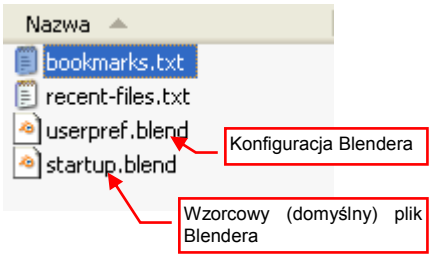

Rysunek 4.5.2 Zawartość subfolderu *config*
- *config*: zawiera dwa ważne pliki (Rysunek 4.5.2) Pierwszy z nich nazywa się *userpref.blend*. Są w nim przechowywane wszelkie ustawienia z okna *User Preferences*, zapisane przyciskiem *Save User Settings*. Drugim plikiem jest *startup.blend*. Zawartość tego pliku Blender wyświetla bezpośrednio po uruchomieniu, lub gdy wybierzesz polecenie *File→New*. Plik *startup.blend* determinuje m.in. domyślny układ ekranu Blendera Możesz go zastąpić jakimś bieżącym rysunkiem, wywołując polecenie *File→Save Startup File*.